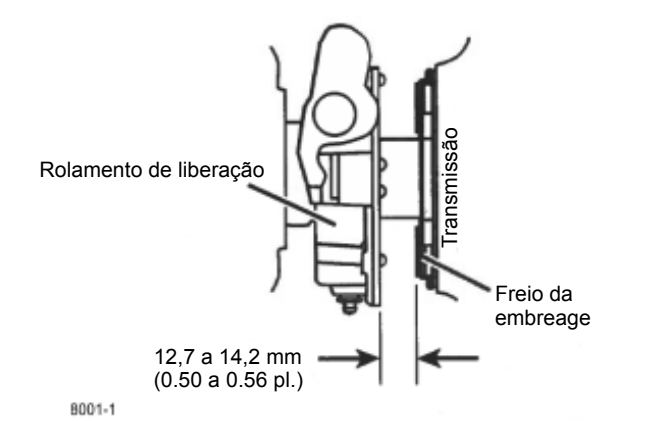

FIGURA 7-30
3. Verifique visualmente o deslocamento do rolamento de desengate depois de acionar o pedal várias vezes. Meça a distância entre o rolamento de liberação e o freio da embreagem. A distância correta deve ser de 12,7 a 14,2 mm (0.500 a 0.560 pol.) (Figura 7-30).